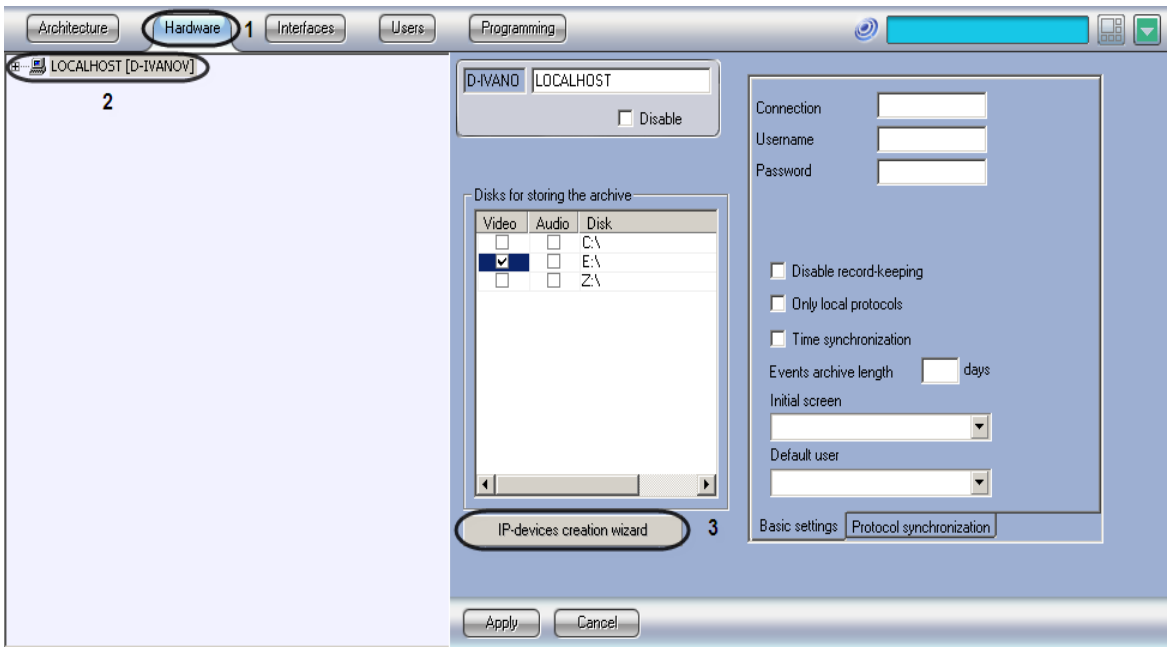

Figure 3.2—3 The IP devices creation wizard window
3. Click **IP devices creation wizard** on the setting panel of the selected object (Figure 3.2—3, 3).
As a result the **IP Wizard** window is displayed. Found IP devices are displayed on the top of the window (Figure 3.2—5).